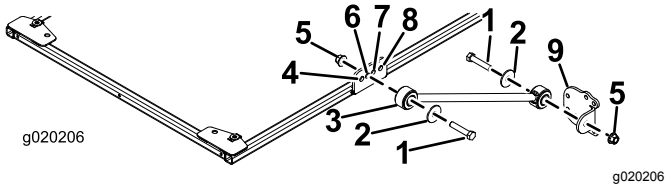

Figura 27
3. Em cada lado da estrutura do toldo, monte sem apertar completamente uma cinta no segundo furo do suporte de cinta usando um parafuso (½ pol. x 2½ pol.), anilha (½ pol.) e porca flangeada (½ pol.), como se mostra na Figura 27.
flangeada (½ pol.), como se mostra na Figura 27.